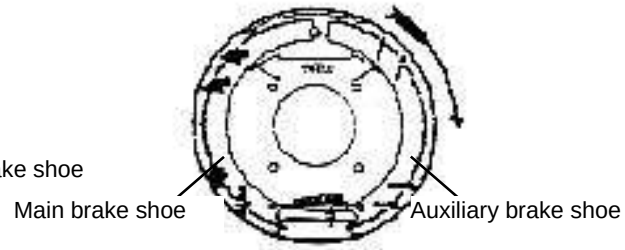
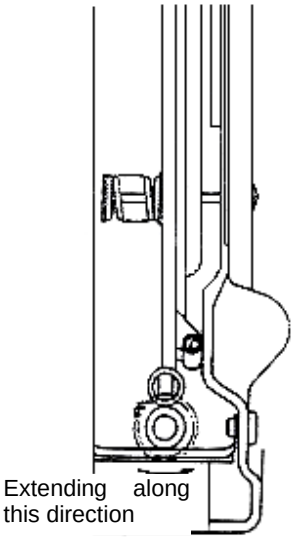

Fig. 2-13 Action in Reversing
Fig. 2-16 Slack Self-adjuster
The braking action in the course of reversing is the reverse. See Fig. 2-13.
When braking is applied in reversing traveling, the auxiliary brake shoe will be in contact and rotate with the main brake shoe to make the pull rod rotate clockwise around point A, as shown in Fig. 2-13. At this moment, point B will be lifted. Once the brake is released, the pull rod will rotate anti-clockwise under the effect of spring force, and point B will be lowered. As the clearance between the friction lining and brake drum increases, the vertical distance of rotating point B increases. As the adjuster is shifted to position I, the adjusting rod becomes longer (see Fig. 2-16) and the clearance decreases. The adjusting range of clearance is 0.40mm~0.45mm.
(1) Remove the support pin, adjusting rod, adjuster and spring from the auxiliary brake shoe. See Fig. 2-16.